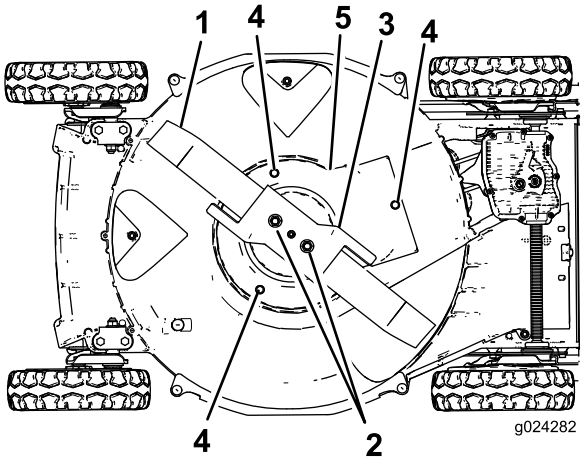

Figur 35
6. Ta bort de två knivmuttrarna, acceleratorn och kniven (Figur 35).
7. Ta bort de skruvar som fäster knivbromskopplingen på klipparkåpan (Figur 35).